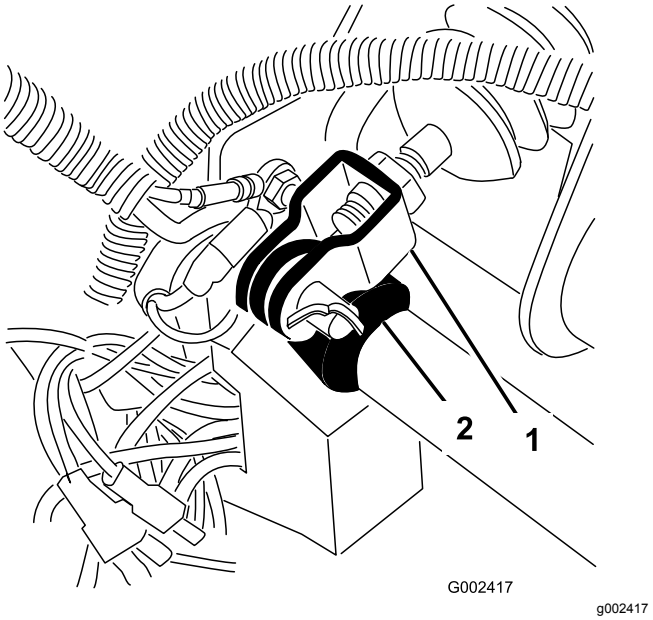

**Rysunek 65**
1. Wyjmij zawleczkę i sworzeń łącznika mocujący główne jarzmo siłownika do obrotowego mocowania pedału hamulca (Rysunek 65).